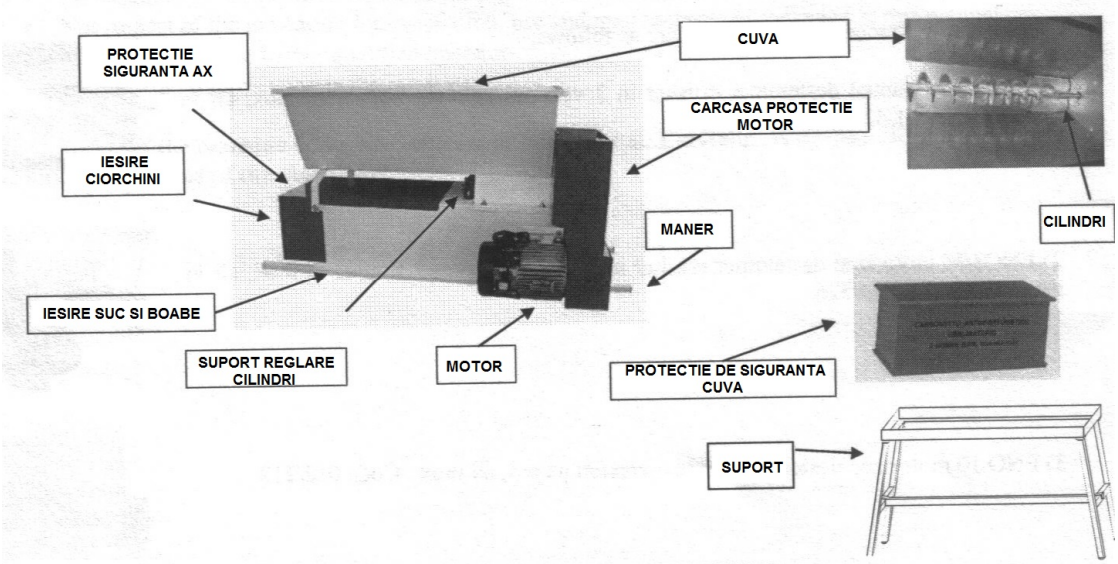

Fig. 1 - Descriere zdrobitor-desciorchinator model ENO 15
10) **Protectia de siguranta pentru cuva:** trebuie lasata deasupra cuvei. Aceasta protectie este necesara pentru a preveni accesul mainilor in zona de actiune a melcului sau a tamburilor (Fig. 1).
Utilajul este prevazut cu protectii pentru motor si pentru toate pinioanele, pentru a evita contactul direct cu degetele. Utilajul este de asemenea prezavut cu o protectie superioara care se instaleaza deasupra cuvei (Fig. 1) pentru a evita posibilitatea de a atinge accidental agitatorul si cilindri. Aceasta protectie nu va protejeaza de daunele provocate inauntrul cuvei, in timpul alimentarii cu struguri. Pentru siguranta utilajului si pentru buna functionare a tuturor componentelor, in cazul in care pozitionati utilajul pe o cada sau vas, verificati daca dimensiunile urmatoare sunt indeplinite.